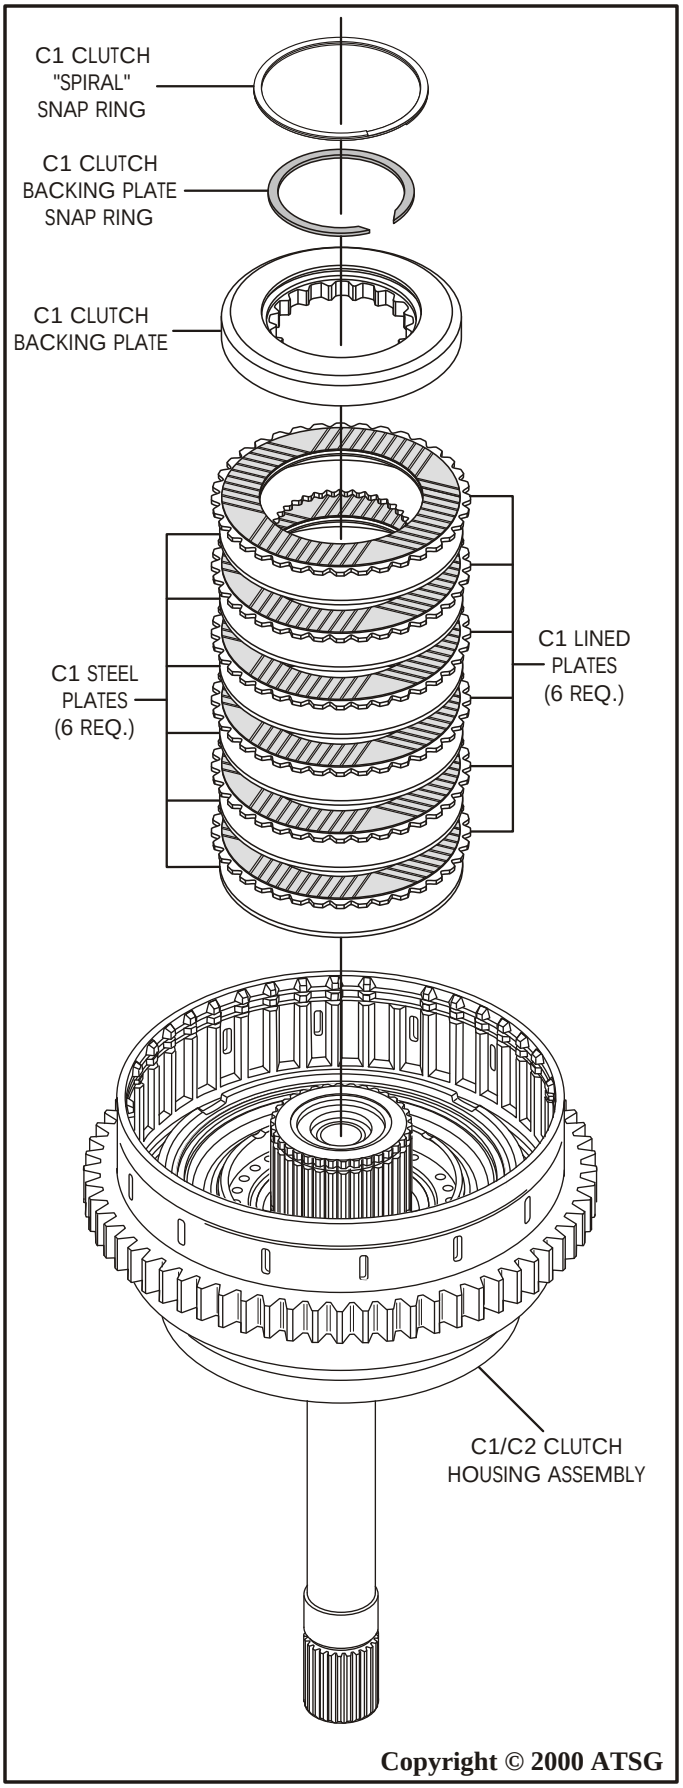

Figure 111
26. Install C1 clutch pack beginning with a steel plate, and alternating with a lined plate until you have installed 6 required steel plates and 6 required lined plates (See Figure 111).
27. Install the C1 clutch backing plate in housing in the direction shown in Figure 111, and make sure that it is fully seated.
28. Install the external C1 clutch backing plate snap ring as shown in Figure 111.
29. After the external backing plate snap ring has been installed, now install the "Spiral" snap ring on the inside groove of backing plate, as shown in Figure 111.